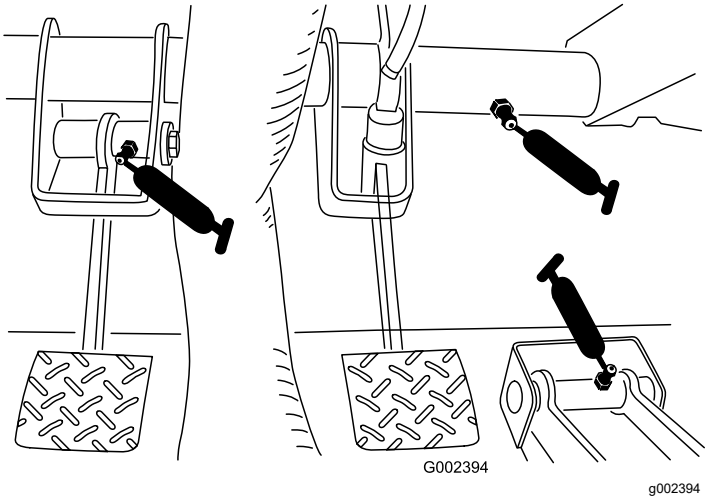

Figura 31
- **Travão (1)**; consulte Figura 31
- **Embraiagem (1)**; consulte Figura 31
- **Acelerador (1)**; consulte Figura 31